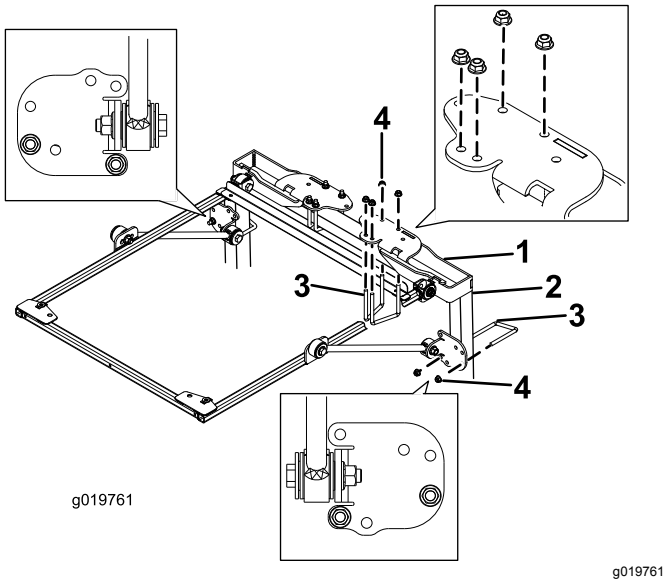

Figure 3
4. Position the ROPS-mounting brackets onto the top of the traction unit roll bar (Figure 3).
5. Using the mounting holes shown in Figure 3, mount each ROPS-mounting bracket to the top of the roll bar with 2 U-bolts (4 inches) and 4 flange nuts.
6. Using the mounting holes shown in Figure 3, loosely secure each of the brace brackets to the roll bar posts with a U-bolt (4 inches) and 2 flange nuts.